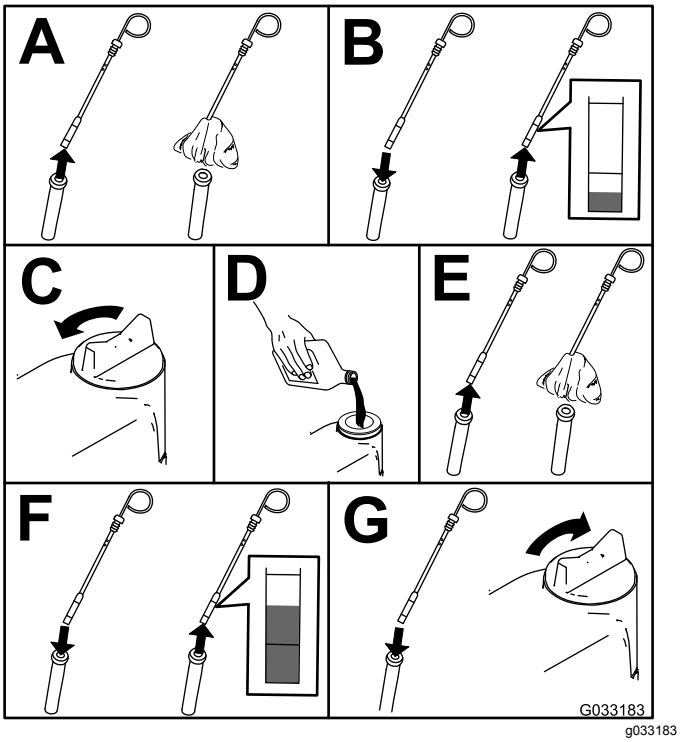

Figur 54
2. Kontroller motoroljenivået (Figur 54).